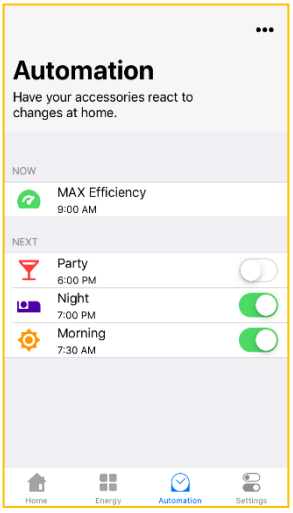

Figure 56
10.13.3. Deactivate software switch *(Fig. 56)* to stop execution of the scenario.